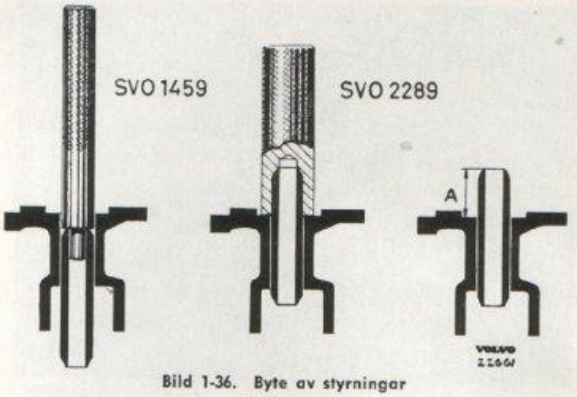

Bild 1-36. Byte av styrningar
2. Pressa i nya styrningar, använd dorn SVO 2289, som ger rätt inpressningsdjup. Se bild 1-36.